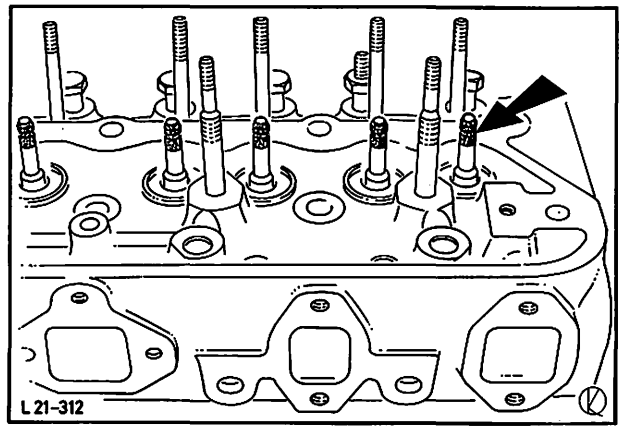

Abb. 123 Ventilkeilnuten mit Klebefolie abkleben
11. Ventile und Ventilführungen mit Öl benetzen. Ventile sowie untere Federteller einsetzen und Ventil-Keilnuten mit Klebefolie abkleben, Abb. 123.